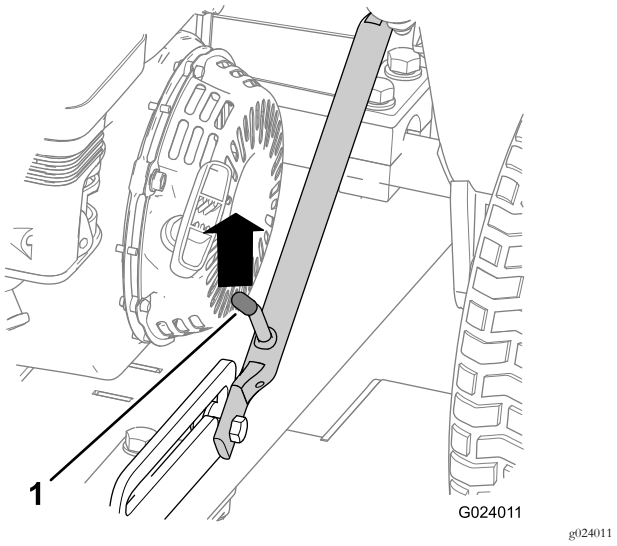

Figuur 7
4. Duw de trekhaak omhoog tot de vergrendelingshendel loskomt van de pal (Figuur 7).